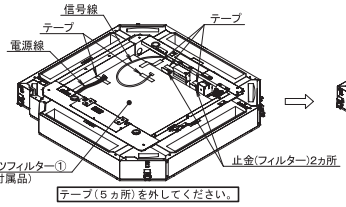

図４
2．ＵＶストリーマ除菌ユニットのプリーツフィルター①を取り外してください。（図４・５参照）